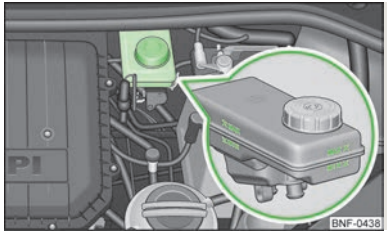

Fig. 102
- Check the level of brake fluid in the reservoir » Fig. 102. The level must be between the "MIN" and "MAX" markings.